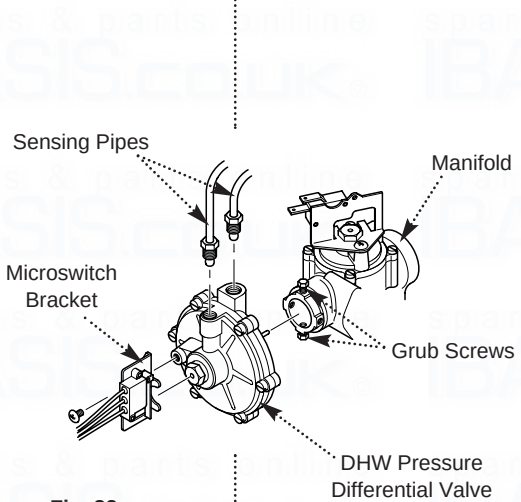

Fig. 82
12.21 Diverter Valve Assembly (Fig. 82)
2. Undo the screw securing the microswitch bracket to the valve (Fig. 82).